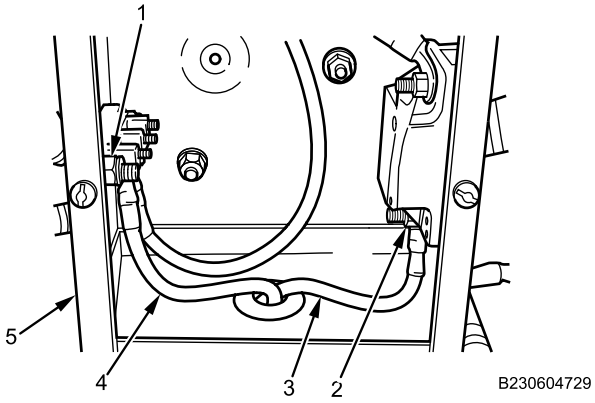

Figure 5. Turret Power Feed Harness Connections.
1. Install turret power feed wiring harness cables (Figure 5, Item 3 and 4) in turret power feed box (Figure 5, Item 5) with two nuts (Figure 5, Item 1 and 2) as noted on wire tags. Tighten nuts securely.